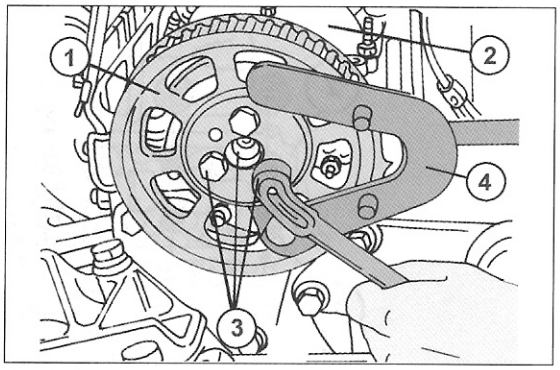

Bild 128
- Die Schrauben des Steuerrades der Nockenwelle unter Bezug auf Bild 128 lösen, das Steuerrad herunterziehen und den Zylinderkopf ausbauen, wie es unter getrennter Überschrift beschrieben wurde.
- Das Steuerrad der Nockenwelle aufbringen, in der in Bild 128 gezeigten Weise gegenhalten und die Schrauben mit 25 Nm anziehen.
- Die Nabe des Steuerrades der Nockenwelle lösen (Schraube in der Mitte). Das Steuerrad wird dabei in ähnlicher Weise wie in Bild 128 gegengehalten. Das Steuerrad abziehen. Die Zylinderkopfhaube ausbauen.